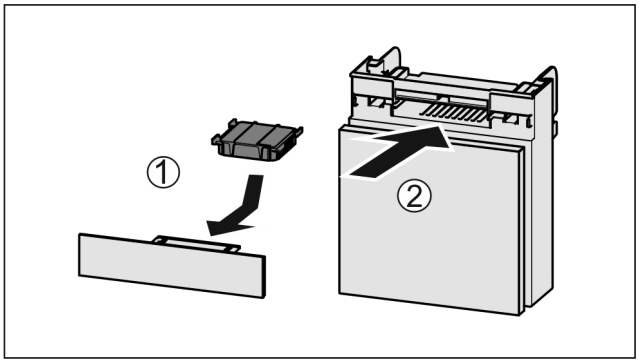

Fig. 169
▶ Установите фильтр с активированным углем, как показано на рисунке *Fig. 169 (1)*.
▶ Вставьте отделение *Fig. 169 (2)*.